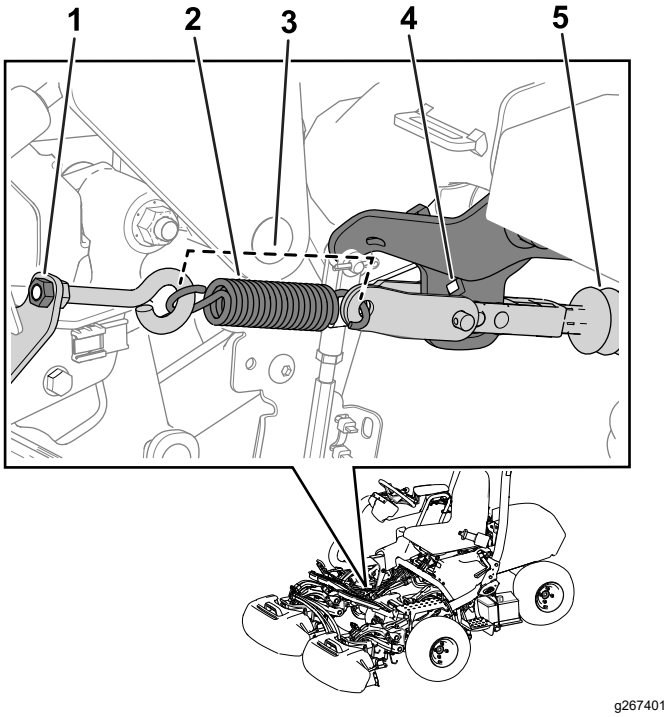

Figure 36
Remarque: Voir la Figure 36 pour cette procédure.
3. Préparez l'opération en serrant l'écrou du boulon à œil afin que le ressort ait une longueur de 11,4 cm quand il est en place (Figure 36).